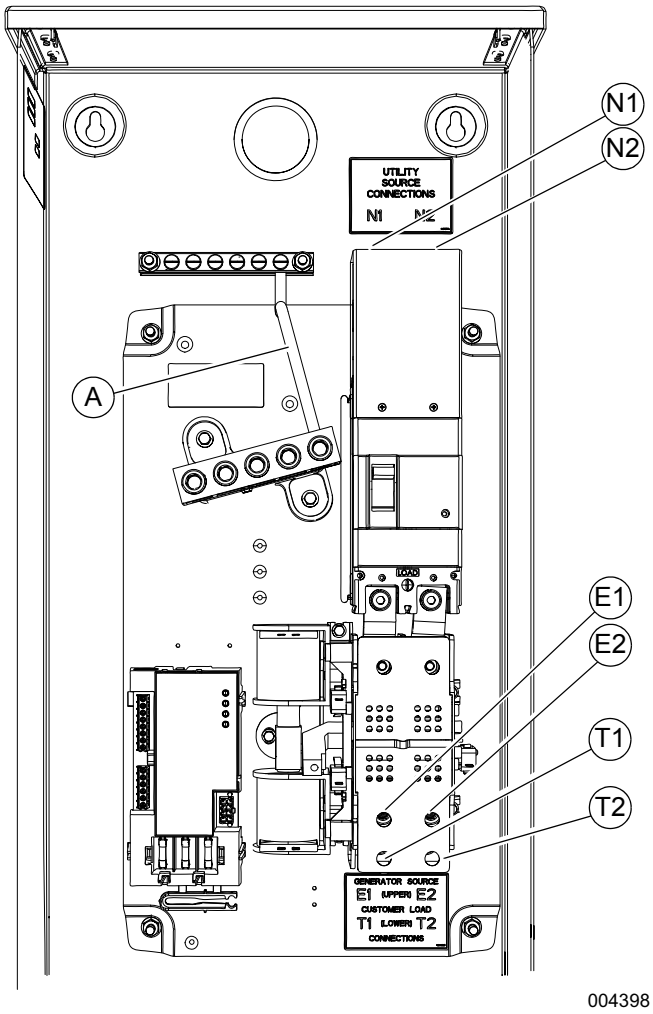

Figure 3-2. Wiring Connections
2. See ***Figure 3-2***. Connect utility neutral and ground to the Upper Neutral and Ground terminals. Neutral and Ground terminals are bonded to each other with a jumper wire (A).